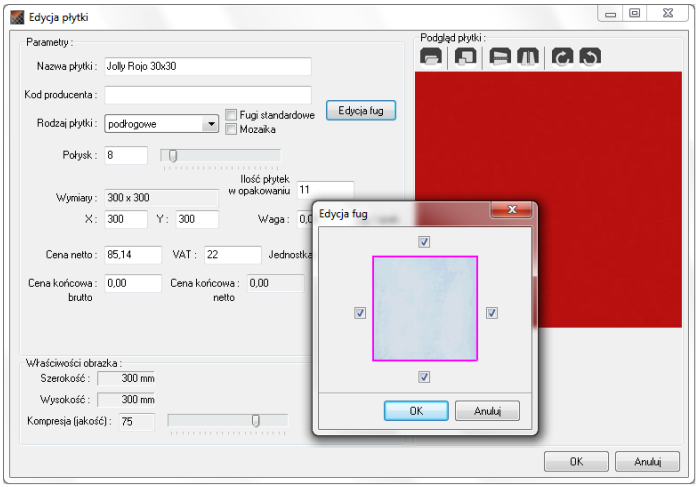
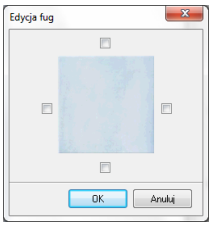

Rys. 13 – edycja fugi – płytka będzie wstawiać się z fugą
Rys. 14 – płytka będzie wstawiać się bez fugi
- fugi standardowe - domyślnie otaczają płytkę z każdej strony; odhaczenie tej pozycji uaktywnia przycisk **„Edycja fug”**, który otwiera nowe okno (Rys. 13), pozwalające na odjęcie fugi z krawędzi płytki - pod warunkiem odhaczenia WSZYSTKICH krawędzi jednocześnie (Rys. 14); (przy odhaczeniu 1, 2 lub 3 krawędzi fugi nadal będą dodawane przez program);
Uwaga! Istnieje alternatywny sposób przygotowywania mozaik – podczas obróbki zdjęcia można wyrysować fugi również na jego krawędziach, jednak w takiej sytuacji należy zadbać, aby: fugi na obrzeżach były o połowę węższe od pozostałych (np. 2mm–2 piksele) oraz fugi standardowe nie były dodawane przez program. W tym celu w oknie „Dodawania płytki” *należy odhaczyć opcję* „Fugi standardowe”*, następnie wybrać przycisk* „Edycja fug” *i odznaczyć WSZYSTKIE krawędzie (rys. 14, str. 12).*